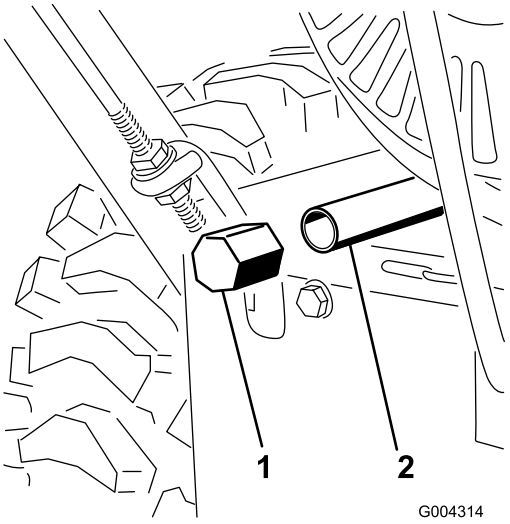

Bild 26
3. Reinigen Sie den Bereich um die Ablassschraube (Bild 26)
4. Schieben Sie eine Ölwanne unter den Ablassstutzen und entfernen Sie die Ölablassschraube (Bild 26).